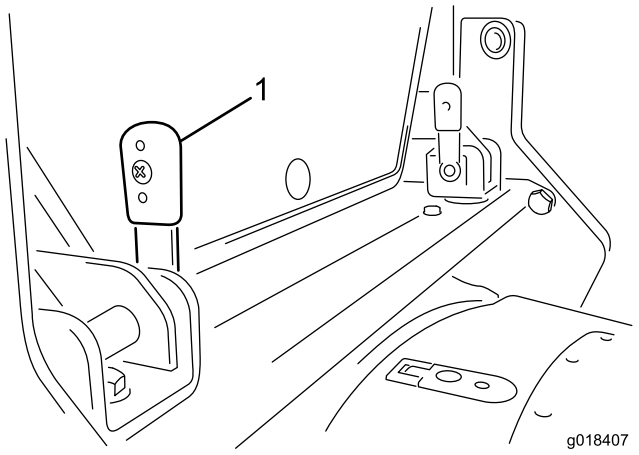

Figura 16
1. Gire hacia arriba las dos palancas de bloqueo situadas en el travesaño de la parte trasera de la cabina (Figura 16).
3. Con las palancas en la posición vertical (Figura 16), presione para introducirlas a través de los soportes. Podría ser necesario mover las palancas dentro de los soportes para alinear las clavijas de bloqueo con las ranuras.